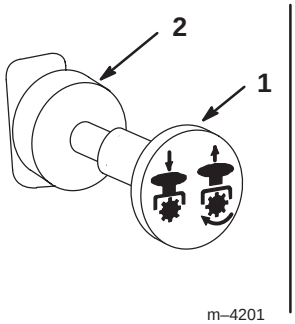

Figure 15
3. Placez la commande de prise de force (PdF) en position débrayée (Fig. 15).